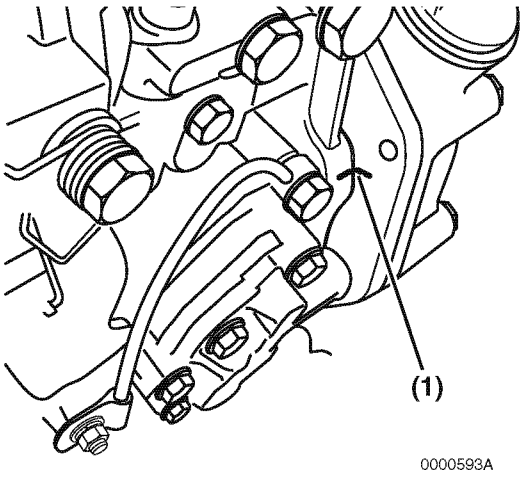

Figure 7-27
- Align the reference marks **(Figure 7-27, (1))** previously made on both the fuel injection pump mounting flange and gear case or front plate.